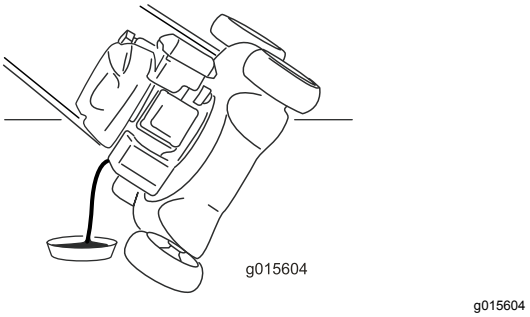

Figuur 25
4. Kantel de machine op de zijkant (met het luchtfilter naar boven) om de oude olie uit de vulbuis te laten lopen (Figuur 25).
10. Lees het oliepeil af van de peilstok (Figuur 25).